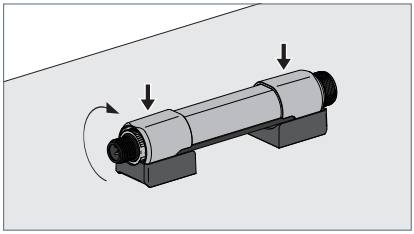

Fig. 9: Installer l'appareil.
- ▶ Tournez l'appareil d'au moins 90° le long les supports de façon à ce que les ergots d'encliquetage des supports entrent dans les rainures des caches latéraux de l'appareil, voir Fig. 9.